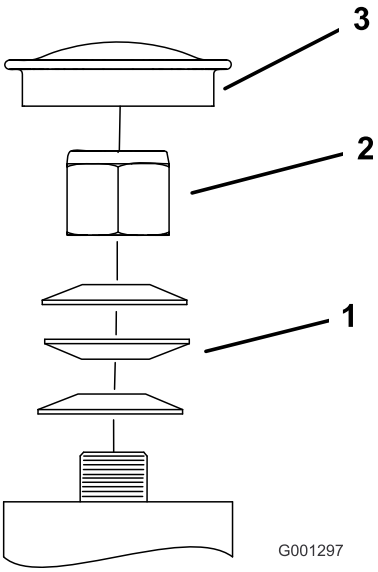

Figur 62
3. Ta av dammkåpan och dra åt låsmuttern (Figur 62).
4. Dra åt låsmuttern tills fjäderbrickorna är plana och släpp sedan efter 1/4 varv för att få rätt förbelastning på lagren (Figur 62).
Viktigt: Kontrollera att fjäderbrickorna har monterats korrekt enligt Figur 62.
5. Montera dammkåpan (Figur 62).